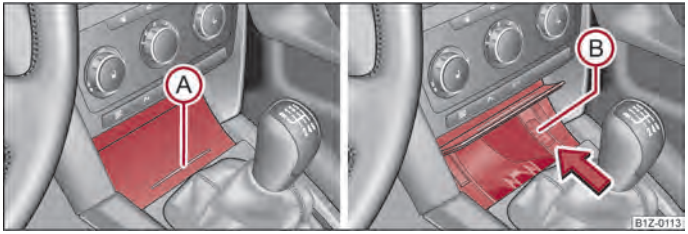

Fig. 70 Centre console: Front ashtray/remove front ashtray insert
– Press on the bottom part of the cover of the ashtray - refer to Ⓐ ⇒ fig. 70.